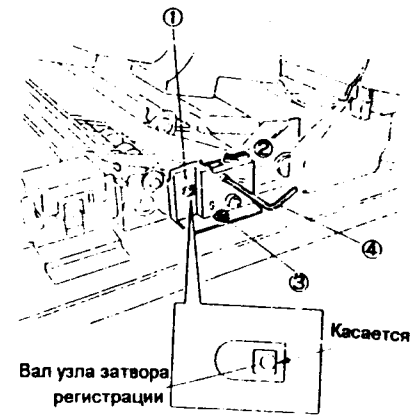

Рис. 3 NZM-0036
2. (Рис. 3): Снимите узел накладки регистрации:
①. Не вынимая ключ Аллена, заверните, но не затягивайте, винт узла накладки регистрации.
②. Сдвиньте узел накладки регистрации влево, чтобы он коснулся вала узла затвора регистрации.
③. Затяните винт.
④. Выньте ключ Аллена.